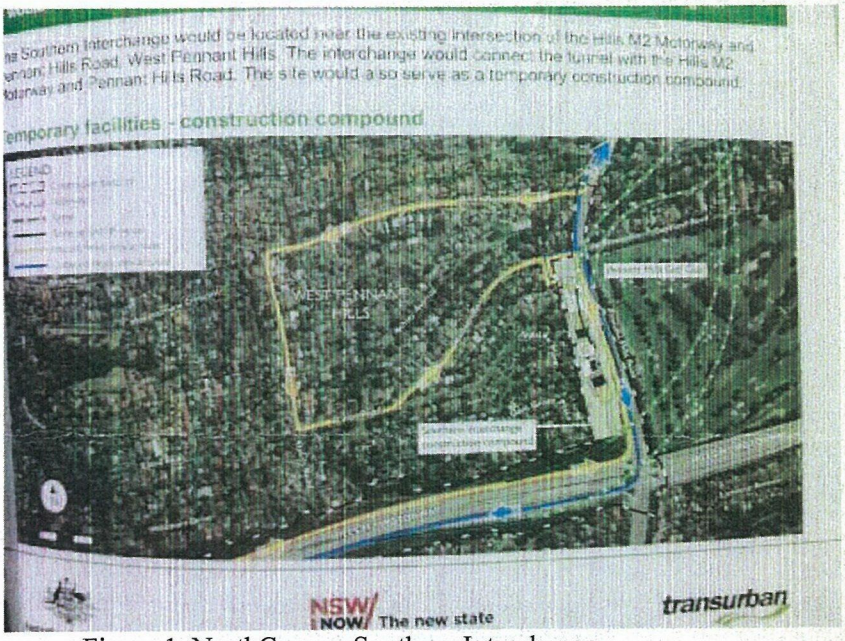

Figure 1. NorthConnex Southern Interchange
Figure 1 is the Fact sheet (July 2014) proposed solution by NorthConnex for Southern Interchange. An estimated (1480/day) heavy tunnel trucks will drive through the proposed **Suburban Streets (from Aiken Road, Oakes Road, Karloon, Eaton Road and back to Eaton Southern Tunnel Site)** during the tunnel construction for next 3.5 years (mid 2015 to end 2018).
A. Comments to (Figure 1) NorthConnex Proposal below: